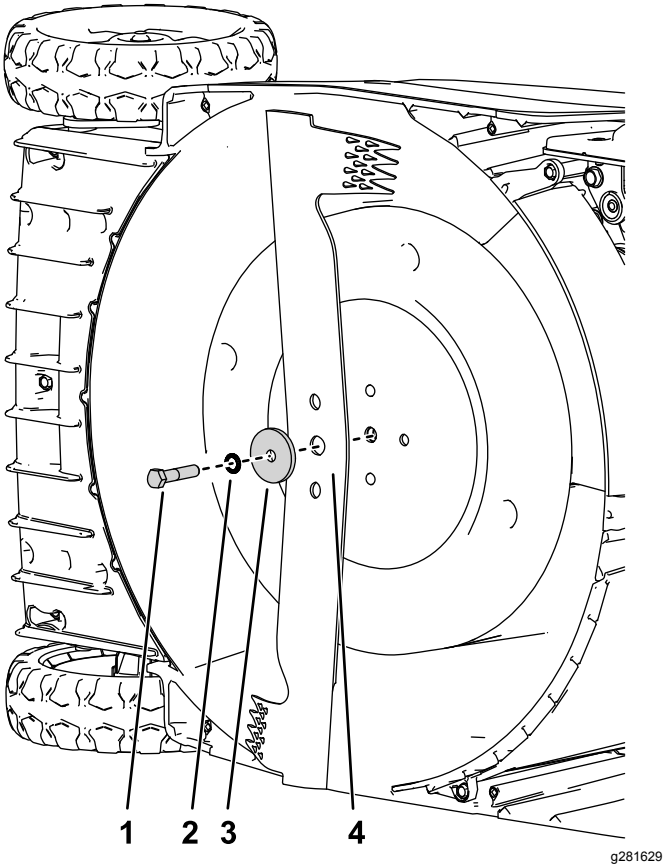

Figuur 25
5. Monteer het nieuwe mes en alle bevestigingselementen (Figuur 25).